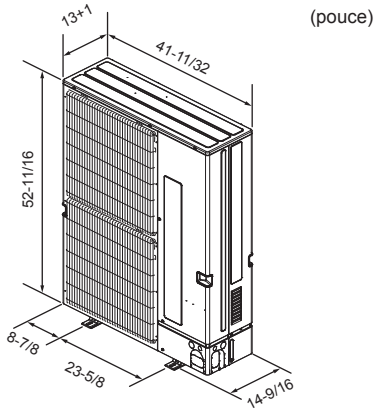

Fig. 2-2
2.4. Dimensions extérieures (Appareil extérieur) (Fig. 2-2)